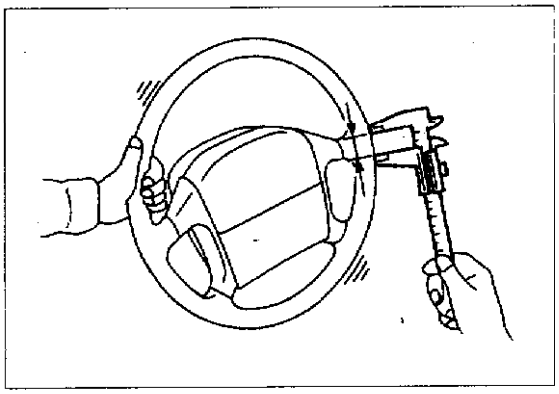

图 9－1－1
见图 9－1－1，使汽车在直行位置检查方向盘间隙，其值应小于 35mm。如果间隙大于 35mm，检查如下零部件：①转向机。②转向柱。③前悬架和前桥。